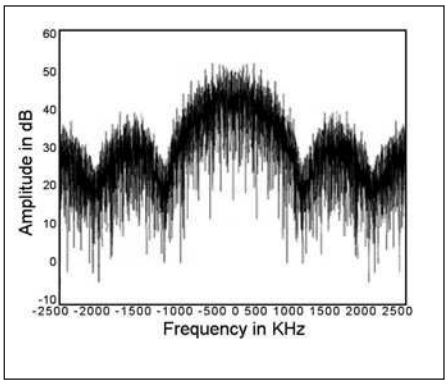

Figura 8: spettro del codice C/A.
- **C/A** (*corse acquisition*): è diverso per ogni satellite per permetterne l'identificazione **(figura 8)**;